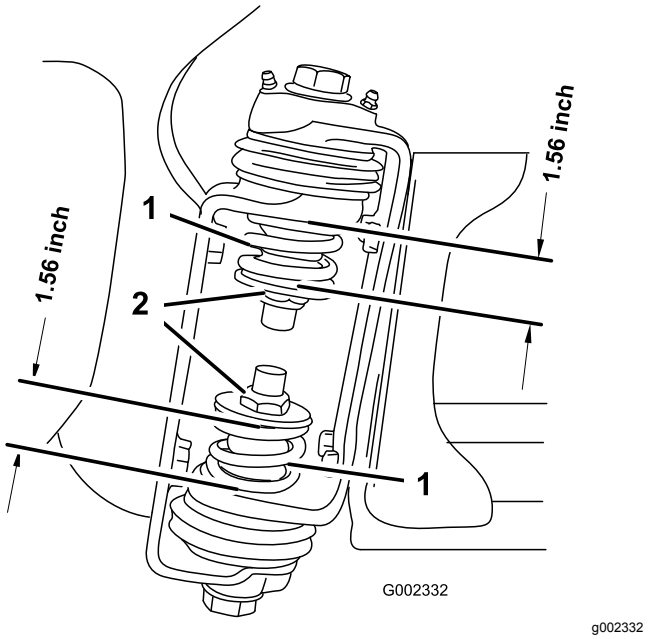

Figur 27
3. Ved bomhengselen bør du måle kompresjonen til øvre og nedre fjær mens bommene er i utstrakt posisjon (Figur 27).